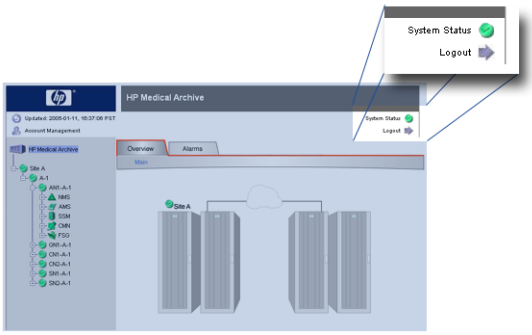

Figure 2: Location of the Logout Button
1. Click on the **Account Management** button in the top left of the Header frame (Figure 2 on page 7).